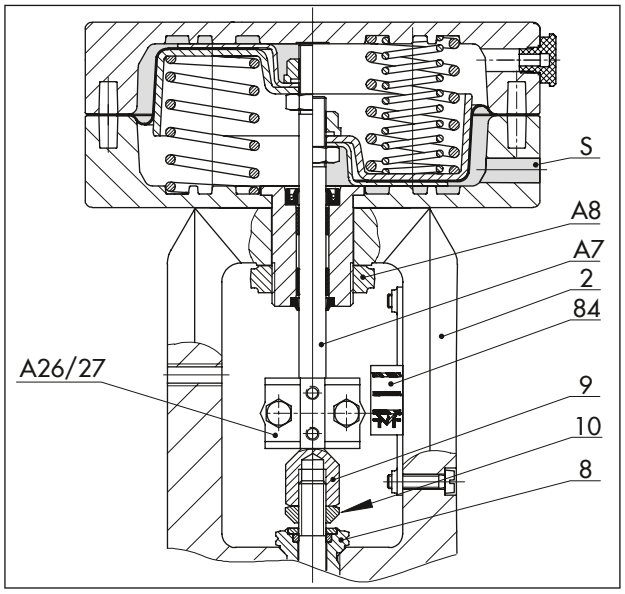

**Bild 12:** *Pneumatischer Antrieb Typ 3271 an Ventil der Bauart 240*
Vgl. Bild 12
⇨ Stelldruck an den unteren Stelldruckanschluss (S) anschließen, vgl. Bild 12. Der Stelldruck wird über die untere Membrankammer geführt und bewegt die Antriebsstange (A7) gegen die Federkraft nach oben.